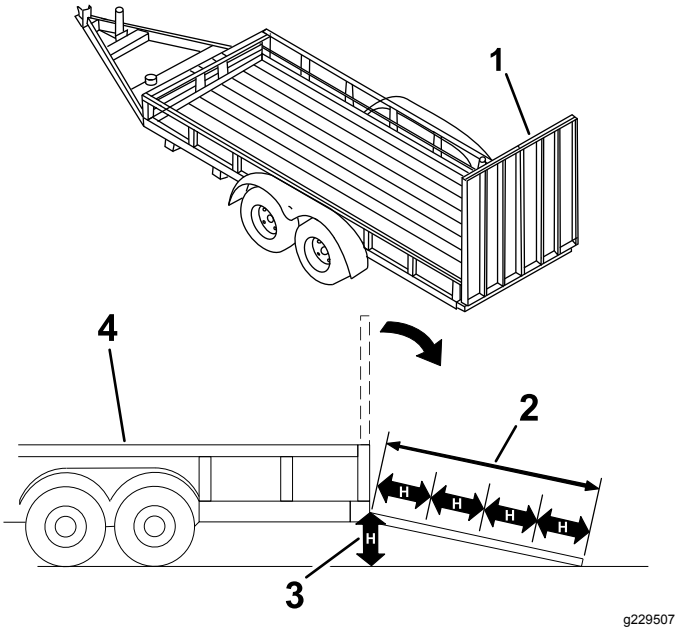

**Rysunek 27**
**Ładowanie maszyny na przyczepę lub ciężarówkę zwiększa prawdopodobieństwo przewrócenia maszyny, co może prowadzić do poważnych obrażeń lub śmierci (Rysunek 27).**
3. Opuść pochylnię (Rysunek 27).